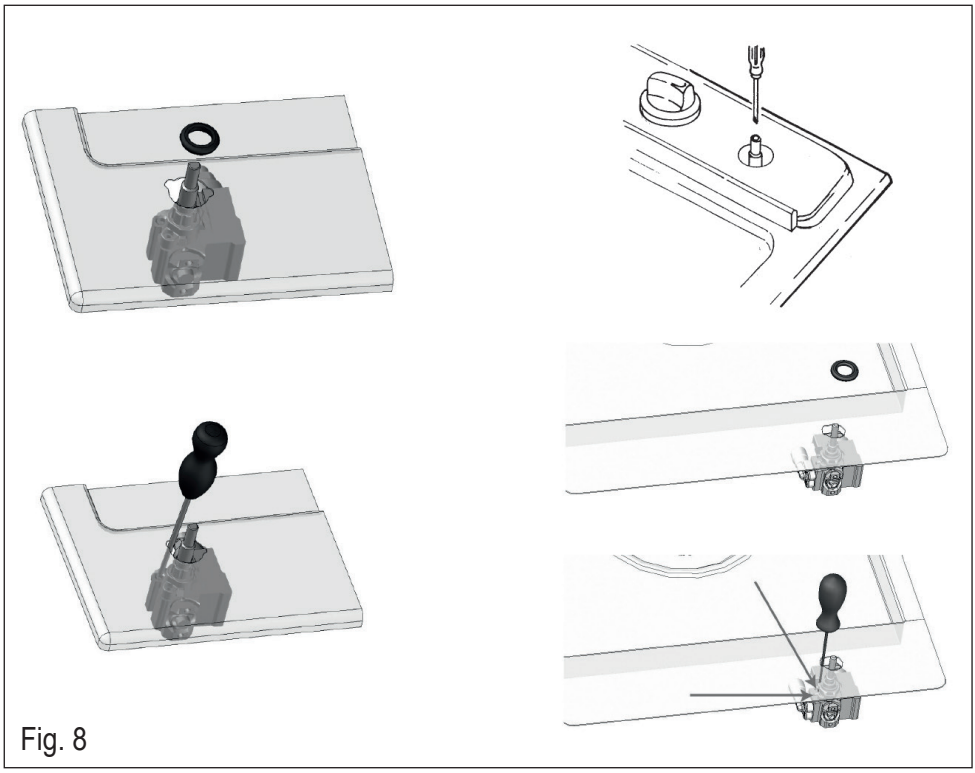

Fig. 8
- Per la regolazione del minimo agire con opportuno cacciavite sulla vite posta sul runibetto (Fig. 8) dopo averlo ruotato in posizione di minimo. Per GPL (butano/propano) avvitare a fondo.